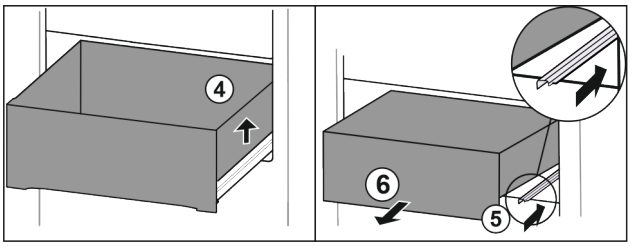

*Fig. 107*
▶ Nadzvedněte zásuvku vpravo. *Fig. 107 (4)*
▶ Zasuňte pravou kolejničku. *Fig. 107 (5)*
▶ Vyjměte zásuvku dopředu. *Fig. 107 (6)*